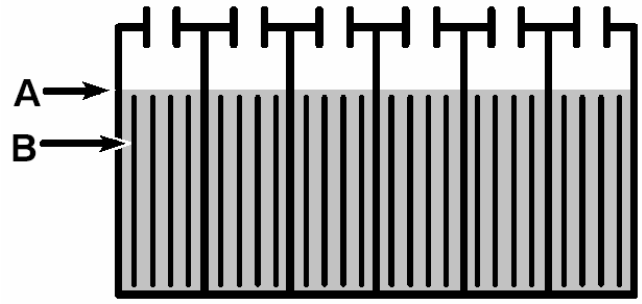

図22
3. 充電する前に、各バッテリーセル内の液量を点検します。電極板（B）が露出している場合は、電極上端部がわずかに隠れる水位（A）まで蒸留水を足します。（図22）
充電を開始する前には、キャップを必ずすべて閉めてください。（図22）